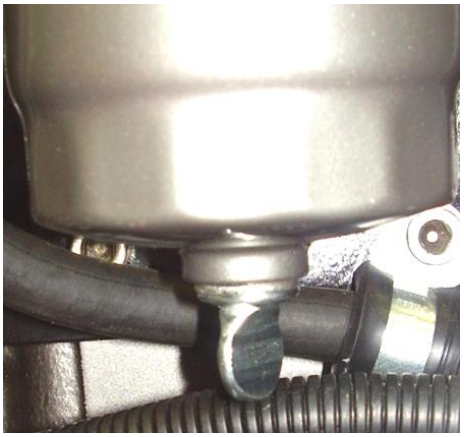

Figure 19: Primary Fuel Filter Drain Screw
- Loosen the drain screw located in the bottom of the fuel filter / water trap (**Figure 19**)